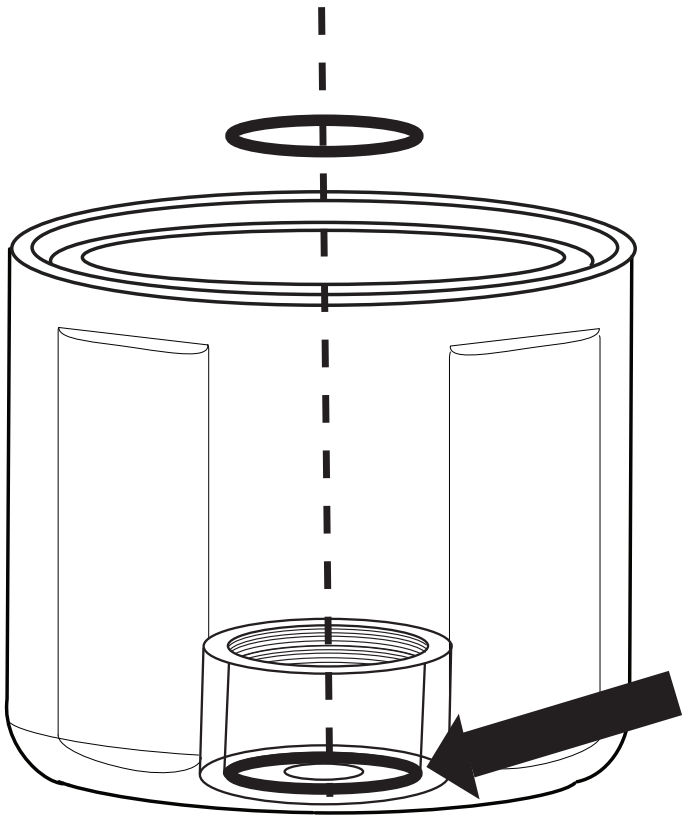
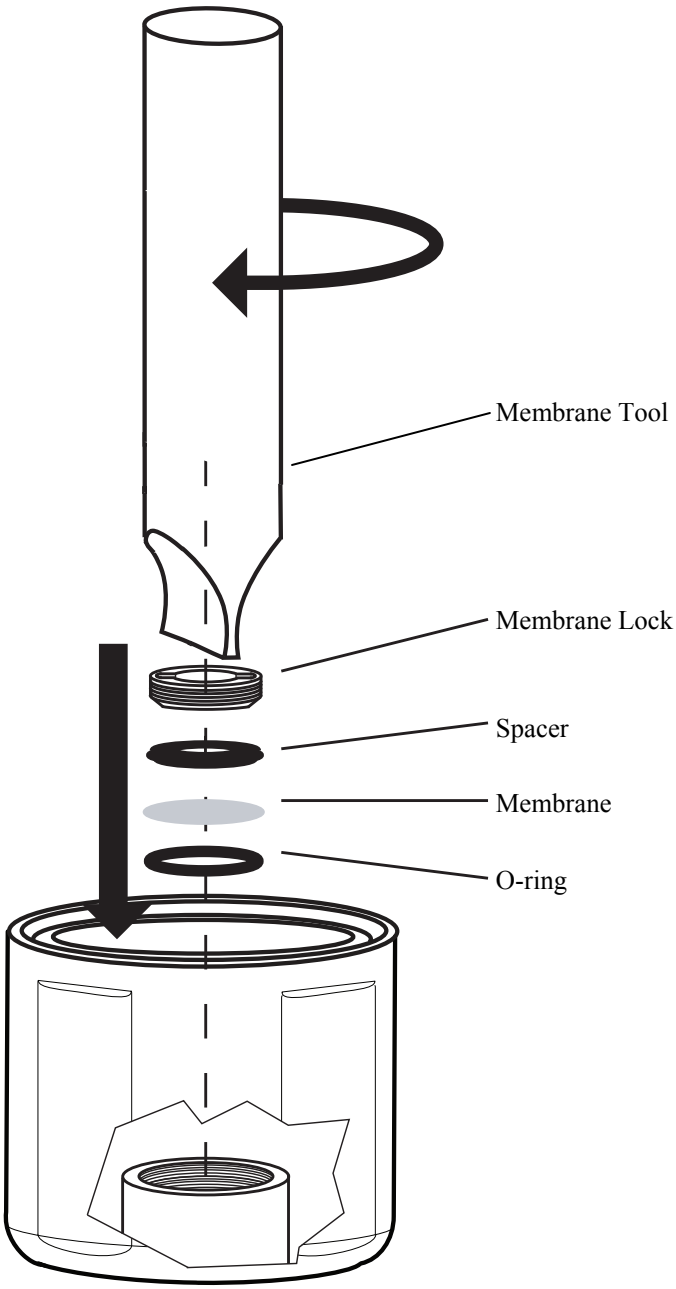

FIGURE 8-4. Proper O-ring placement
FIGURE 8-5. Installing membrane
6. Replace the membrane and its O-ring by first placing the new O-ring at the very bottom of the membrane cavity (see FIGURE 8-4). Remove the paper backing from a new membrane and place the new membrane on top of the O-ring, and then place the spacer on top of the membrane. Using the membrane tool, install the membrane lock on top of the spacer as shown in FIGURE 8-5. Make sure the cap is upright (not sideways) when securing the membrane lock to the spacer.